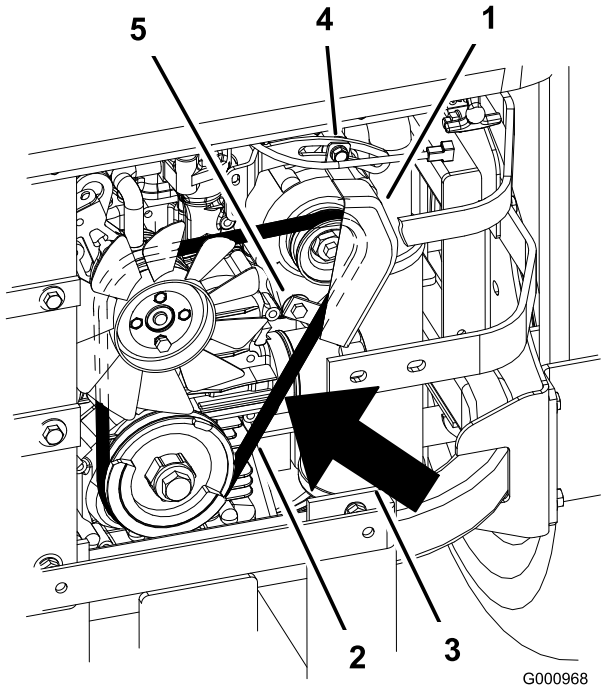

Figur 66
7. Lossa den nedre bulten och ta bort den övre bulten som håller fast generatorn och kåpan (Figur 66).
9. Montera en ny rem runt remskivorna och generatorn (Figur 66).
14. Dra åt den nedre bulten och montera den övre bulten som håller fast generatorn och kåpan (Figur 66).
2. Justera generatorn mot utsidan tills remmen har en nedböjning på 7 till 9 mm mellan motorn och generatorremskivorna med 10 kgf kraft (Figur 66).
5. Dra åt den nedre och övre bulten om nedböjningen är korrekt (Figur 66).